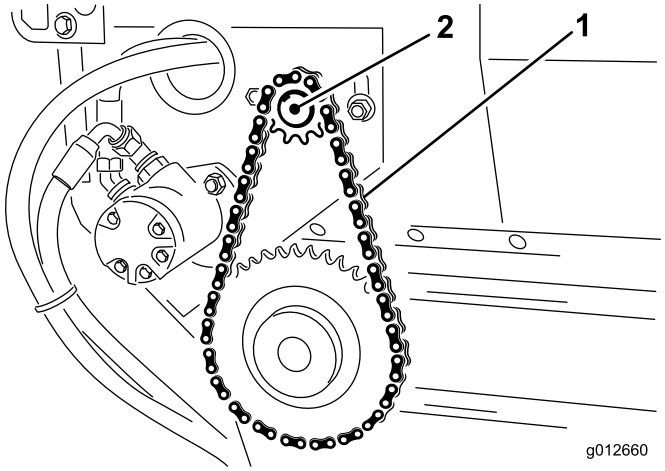

Rysunek 15
2. Poluzuj śruby i nakrętki mocujące zespół silnika i koła łańcuchowego do nadwozia (Rysunek 15).